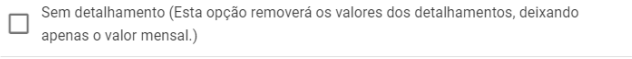

Figura 361: Sem Detalhamento
* **Sem Detalhamento (Figura 361):** Ao marcar esta caixa de seleção, o sistema removerá todos os valores existentes no painel de detalhamento para os meses selecionados, aplicando o ajuste exclusivamente no valor mensal total.